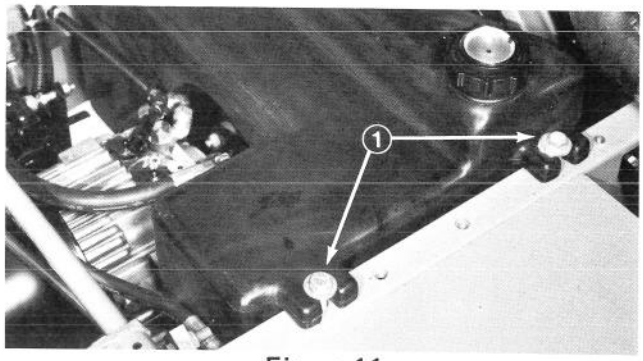

Figure 11
E. Remove capscrews, lockwashers and flatwashers securing fuel tank to top of frame (Fig. 11). However, do not lift fuel tank out of chassis at this time.